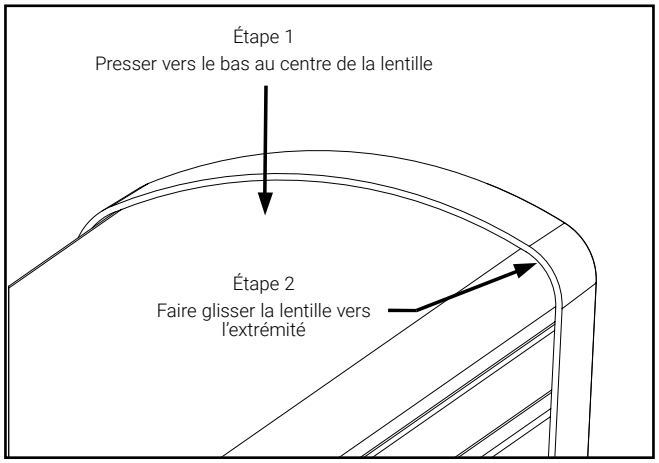
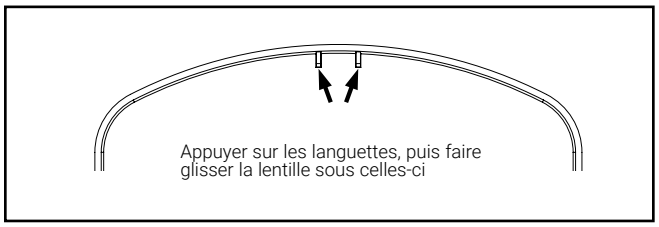
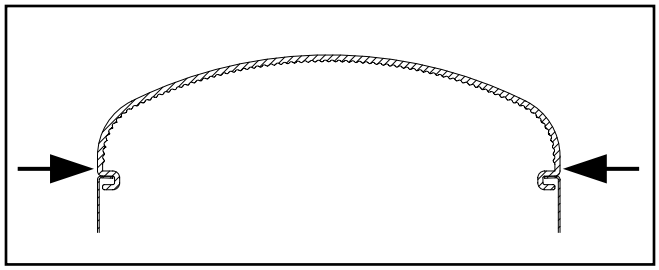

Figure 1.
Figure 2.
Figure 3.
2. Retirez la lentille du luminaire en commençant à l'une des extrémités et en exerçant une pression au centre de la lentille. Tout en appuyant sur la lentille, faites-la glisser jusqu'à l'extrémité du luminaire (figure 1). La lentille doit glisser sous les languettes du capuchon d'extrémité pour lui permettre d'être enlevée (figure 2). Si le luminaire est muni d'un capteur, la lentille ne peut glisser que dans le sens opposé du capuchon d'extrémité muni du capteur. Appuyez sur les côtés de la lentille tout en tirant vers le haut pour la libérer des rebords du canal (figure 3).